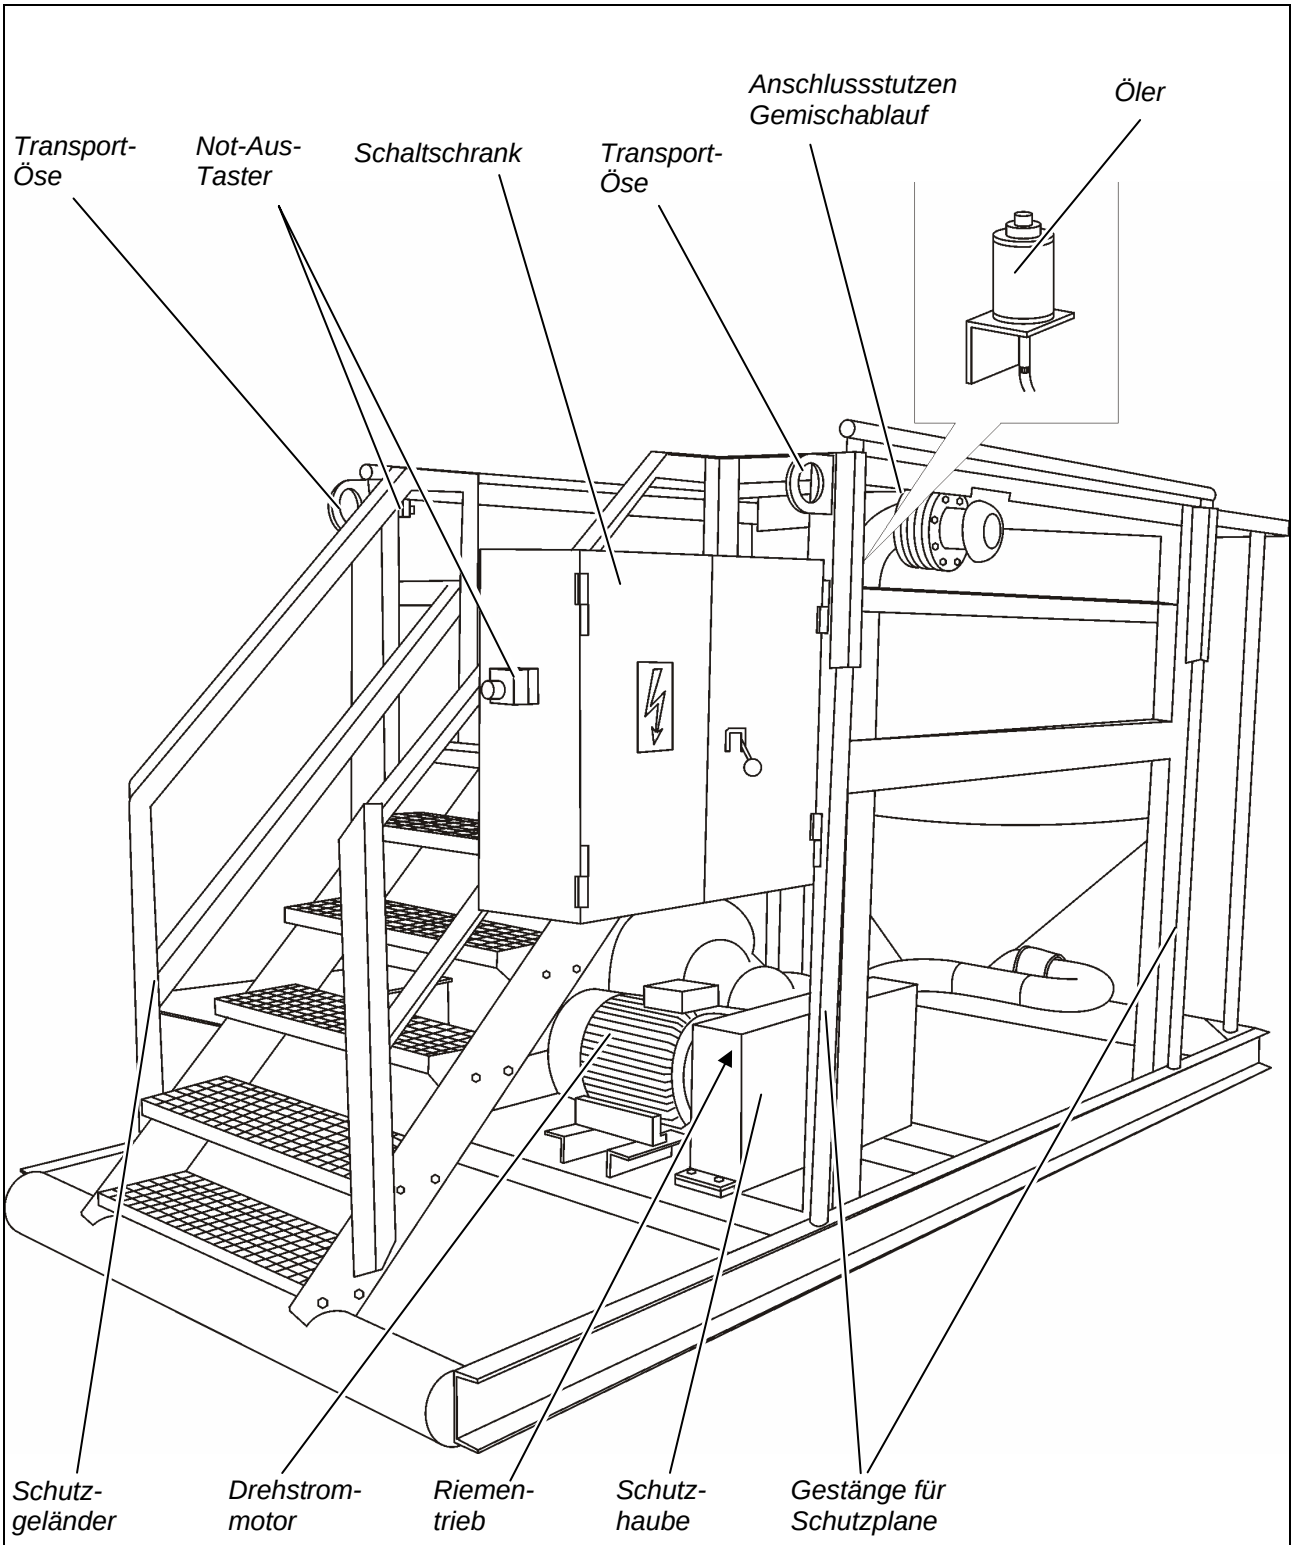
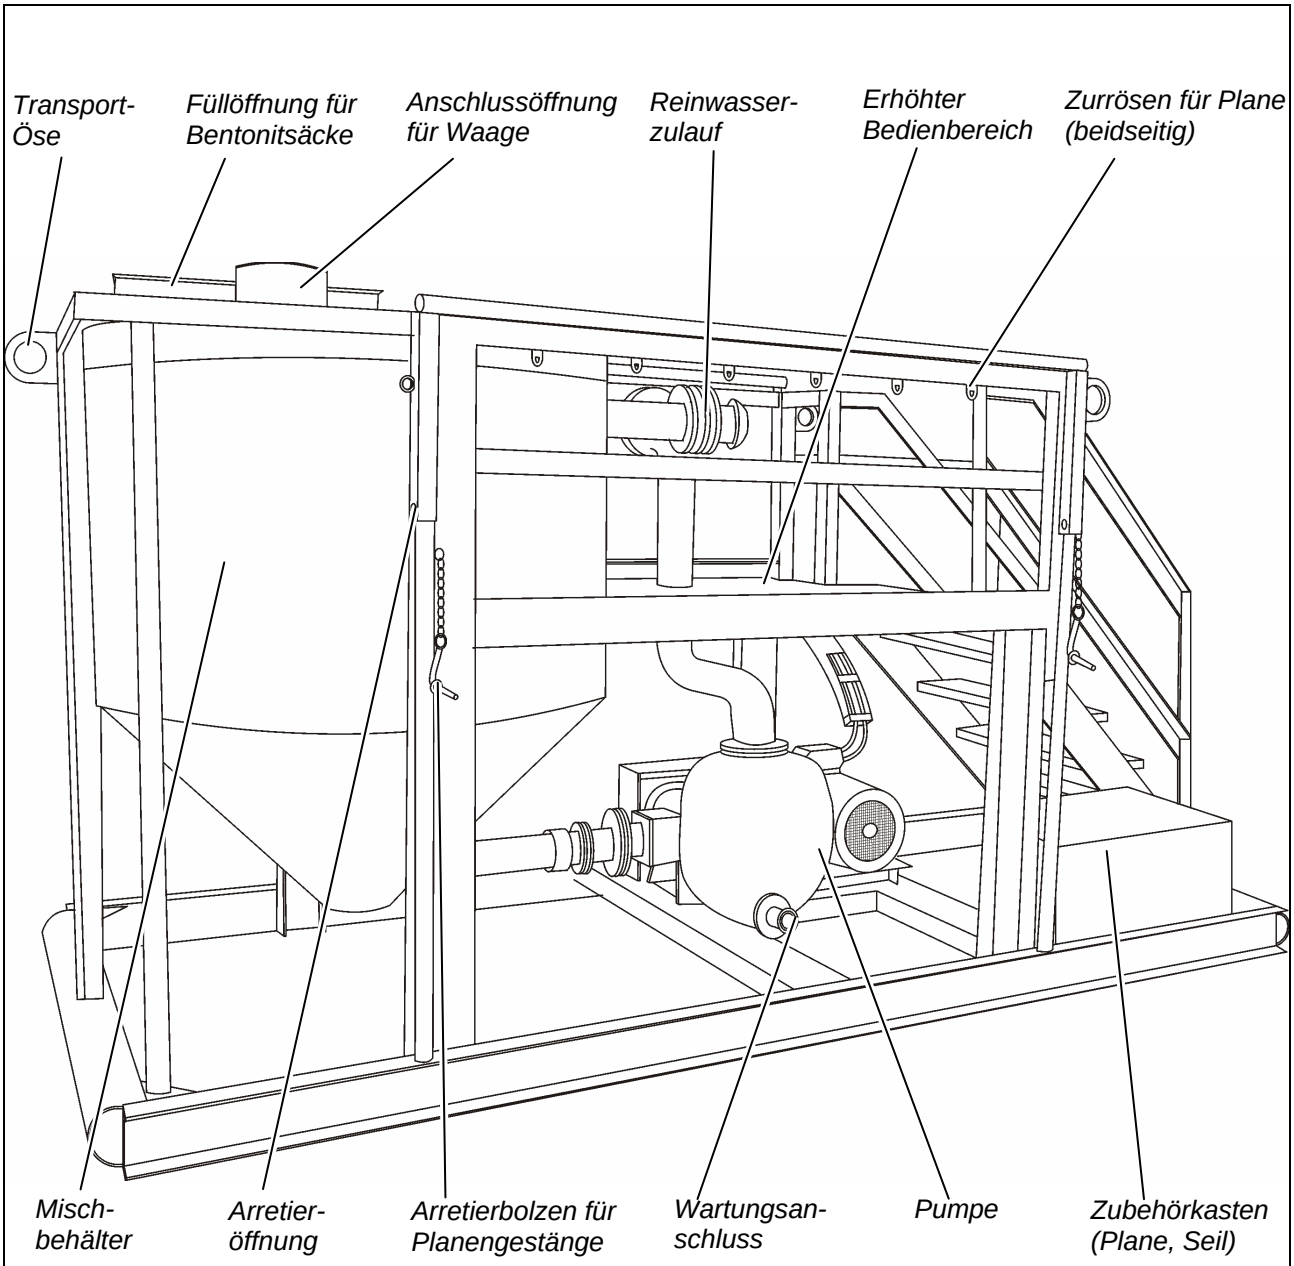
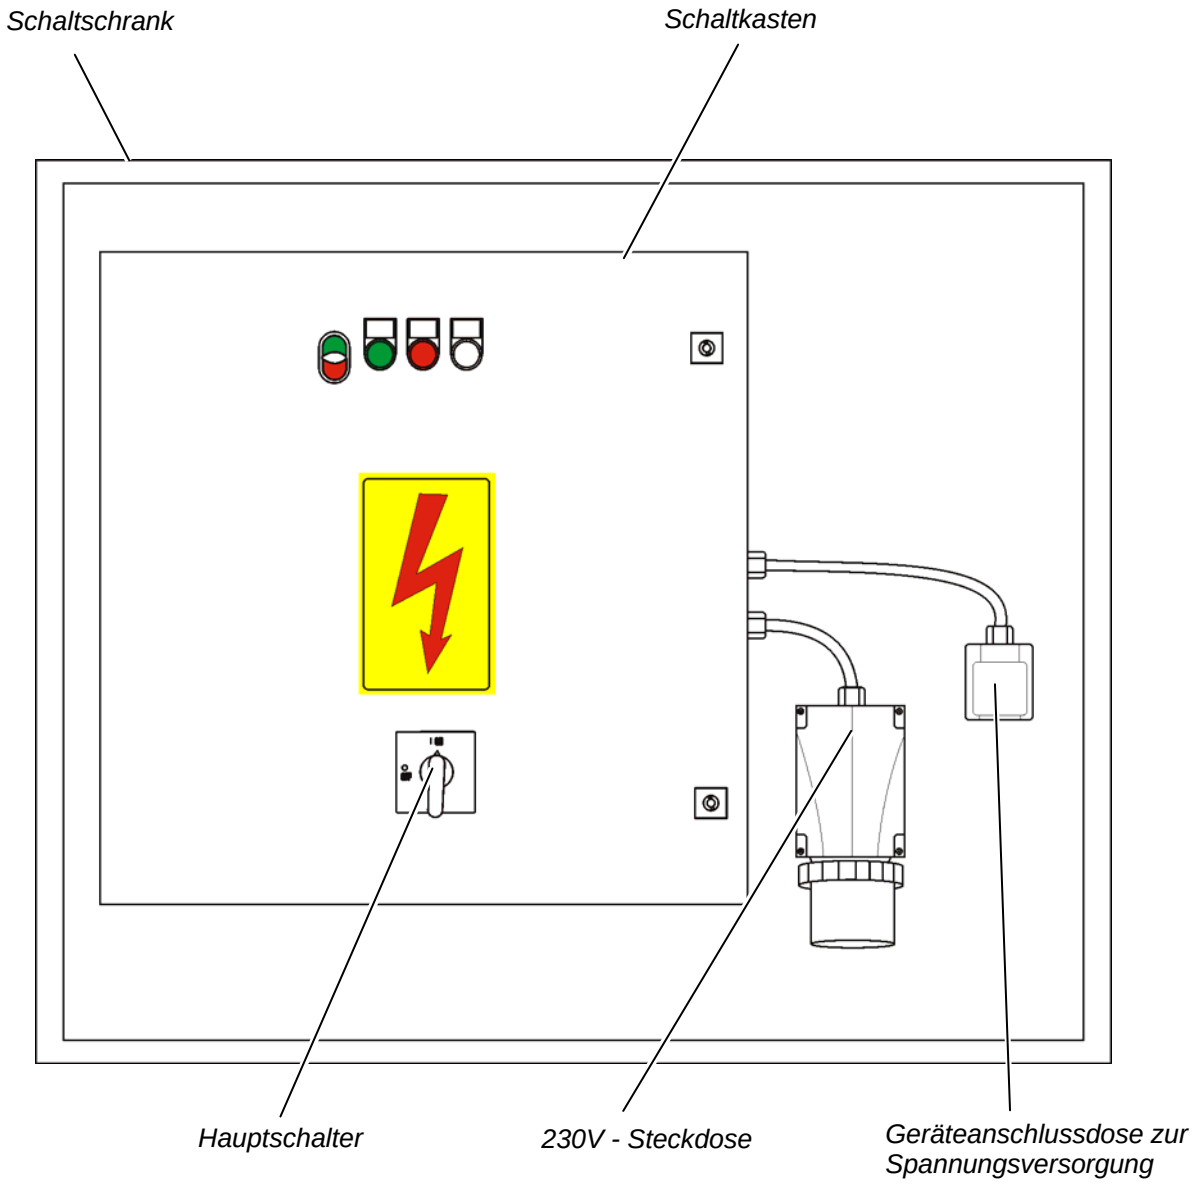

Abbildung 3: Baugruppen und Komponenten
Abbildung 4: Baugruppen und Komponenten
Abbildung 5: Schaltschrank und Spannungsversorgung
Der Riementrieb ist mit einer Schutzhaube ausgestattet (Position: siehe Abbildung 3, Seite 26).
Position der Baugruppen und Komponenten: siehe Abbildung 3, Seite 26, Abbildung 4, Seite 27 und Abbildung 5, Seite 28.
Die horizontal Schmutzwasser-Kreiselpumpe (Position: siehe Abbildung 4, Seite 27) wird durch einen Drehstrommotor angetrieben. Die Schmierung der Gleitringdichtung erfolgt über einen Öler (Position: siehe Abbildung 3, Seite 26).
- Wartungsanschluss (Position: siehe Abbildung 4, Seite 27). Über diesen Anschluss erfolgt das Entleeren der Pumpe nach dem Betrieb und nach dem Spülen.
Die Pumpe wird über einen Riementrieb (Position: siehe Abbildung 3, Seite 26) von einem Drehstrommotor (Position: siehe Abbildung 3, Seite 26) angetrieben.
Der Drehstrommotor (Position: siehe Abbildung 3, Seite 26) wird mit einer automatischen Stern-Dreieck-Schaltung angelassen.
An der Mischanlage befindet sich ein Schaltschrank in dem der Schaltkasten mit den Bedien- und Kontrollelementen und die Spannungsversorgung angebracht sind (Position: siehe Abbildung 3, Seite 26).
Die elektrische Geräteanschlussdose dient zur Spannungsversorgung der Mischanlage (Position: siehe Abbildung 5, Seite 28).
Der Schaltkasten mit den Bedien- und Kontrollelementen befindet sich im Schaltschrank (siehe Abbildung 5, Seite 28).
Auf der Rückseite des Schaltschrankes befindet sich ein Öler (Position: siehe Abbildung 3, Seite 26). Der Öler dient zum Ölen der Gleitringdichtung der Pumpe.
An dem Planengestänge (Position: siehe Abbildung 4, Seite 27) kann zum Schutz des Bedienpersonals beim Befüllen des Mischbehälters eine Plane aufgespannt werden. Zum Transport wird die Plane und das Seil im Zubehörkasten (Position: siehe Abbildung 4, Seite 27) gelagert.
- Wandgerätestecker und 400V-Verbindungen (siehe Abbildung 5, Seite 28) abziehen und aus dem Gefahrenbereich entfernen.
- Reinwasserzulauf (siehe Abbildung 4, Seite 27) und
- Gemischablauf (siehe Abbildung 3, Seite 26),
- Türen des Schaltschrankes mit Riegel auf der rechten Türinnenseite und dem Riegel auf der Außenseite sichern (siehe Abbildung 3, Seite 26).
- Kranketten-Anschlagmittel mit den drei Transport-Ösen der Mischanlage verbinden (Position Transport-Ösen: siehe Abbildung 3, Seite 26 und Abbildung 4, Seite 27).
- Hauptschalter (7) ausschalten.
- Wasserzulaufleitung (extern gepumpt) an den Anschlussstutzen Reinwasserzulauf anschließen (Position: siehe Abbildung 4, Seite 27).
- Ablaufleitung für die Bentonitsuspension an den Anschlussstutzen Gemischablauf anschließen (Positionen: siehe Abbildung 3, Seite 26).
- Wartungsöffnung (Positionen: siehe Abbildung 3, Seite 26) mit dem dafür vorgesehenen Verschluss verschließen.
- 5-poligen Wandgerätestecker an die Spannungsversorgung anschließen (Position: siehe Abbildung 5, Seite 28.